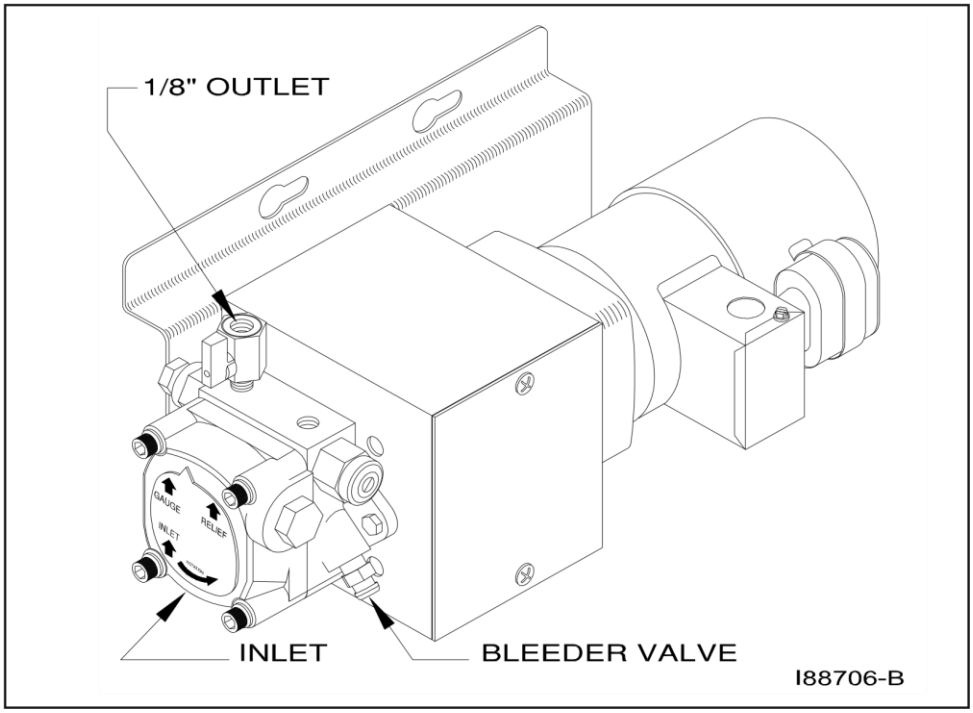

Figure 4E - Standard (Recommended) Vertical Mounting of the Metering Pump
Before starting installation of the metering pump, review Figures 4E, 4F, and 4G to become familiar with the metering pump components. You will also need to accomplish the following activities:
1. Refer to Figures 4E, 4F, and 4G. Note that the metering pump is shipped with the pump head already positioned for vertical wall mounting.